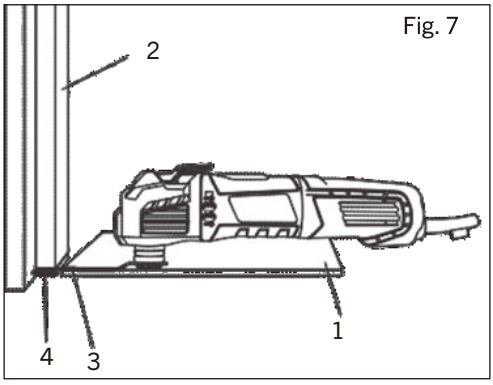

Fig. 7
2. Placez un rebut de tuile de plancher (1) sur le plancher à environ 1/2 po (12,5 mm) de l'embrasure de porte (2) (fig.7).